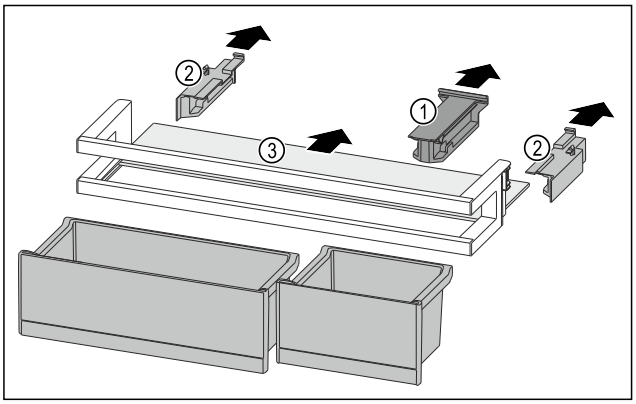

Fig. 202
▶ Retirer la pièce de retenue *Fig. 202 (1)*.
▶ Retirer les parties latérales *Fig. 202 (2)*.
▶ Retirer la tablette de rangement *Fig. 202 (3)*.